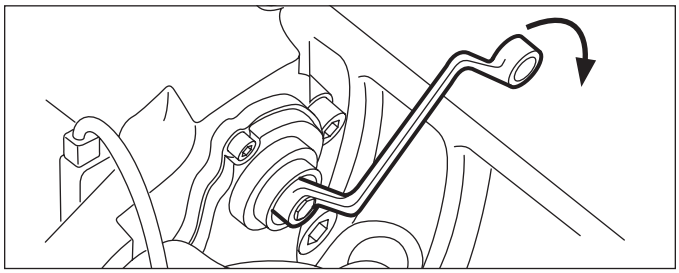

Figure 40 – Running Clearance Adjustment
5.2.18 Using a 10 mm, six-point box-end wrench, turn the shear adapter (61) **clockwise** until the pads contact the rotor. Note: Do not use an open-ended wrench as this may damage the adapter. (*See Figure 40*).